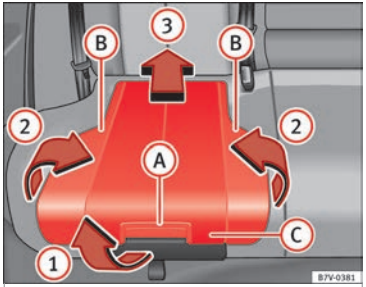

Afb. 93 Geïntegreerd kinderzitje: zitting omhoog brengen.
- Trek de zitting naar voren via de deblokkeerhendel ››› **afb. 93** (A) in de richting van de pijl ››› **afb. 93** (1).
- Klap beide zijden ››› **afb. 93** (B) naar boven, in de richting van de pijl ››› **afb. 93** (2).
- Duw de zitting ››› **afb. 93** (C) naar achteren in de richting van de pijl ››› **afb. 93** (3) tot ze vastklikt.